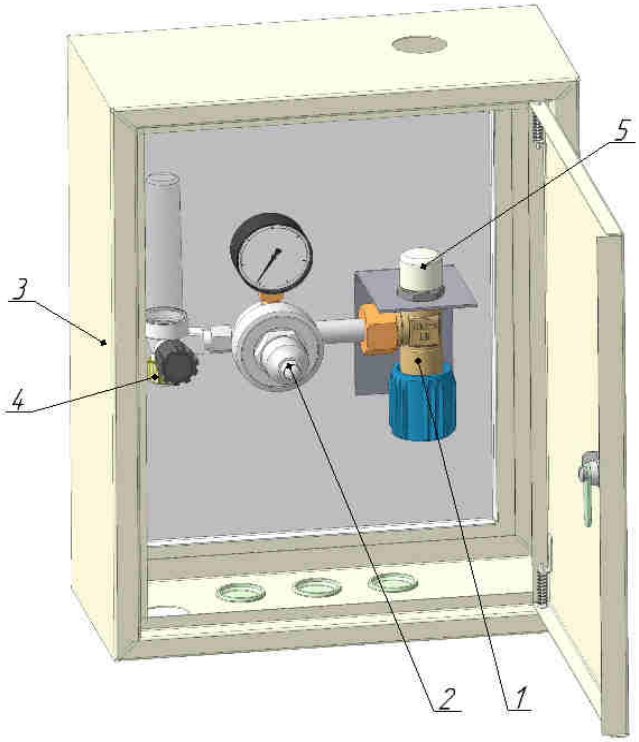

Рис. 1. Пост газоразборный ПГУ-30РТ-з / ПГАр-40РТ-з
4.1 Внешний вид поста показан на рис. 1